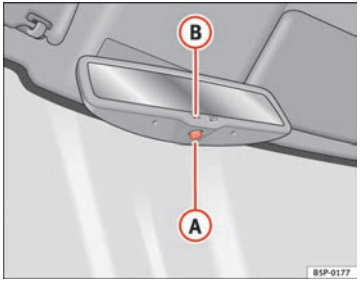

Fig. 89 Automatic anti-dazzle interior rear vision mirror.
– Press button (A) ⇒ Fig. 89. Control lamp (B) goes off.
– Press button (A) ⇒ Fig. 89. Control lamp is lit.